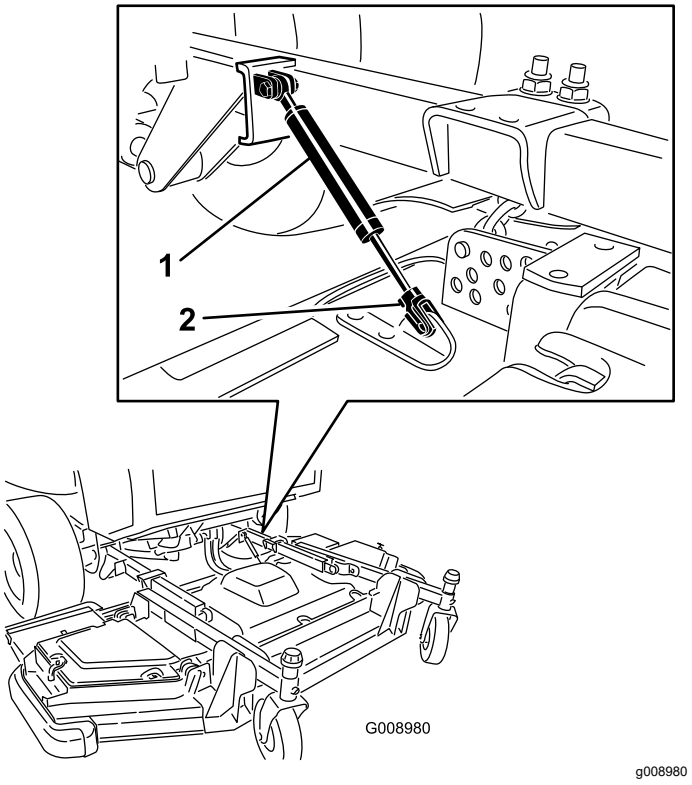

Figuur 133
3. Verwijder de bevestigingsclip en ontkoppel de demper van het maaidek (Figuur 133).